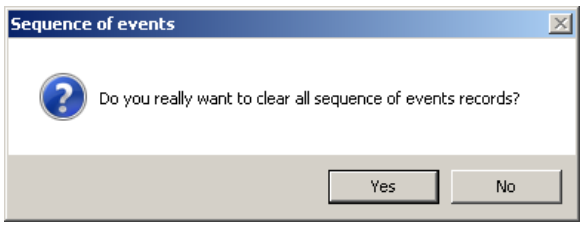

Figure 2-20 Clear Sequence of Events Record Confirmation Screen
2. Select **Setup/Sequence of Events/ Clear** from the TapTalk toolbar. TapTalk will display a Clear Sequence of Events Record confirmation screen (Figure 2-20).